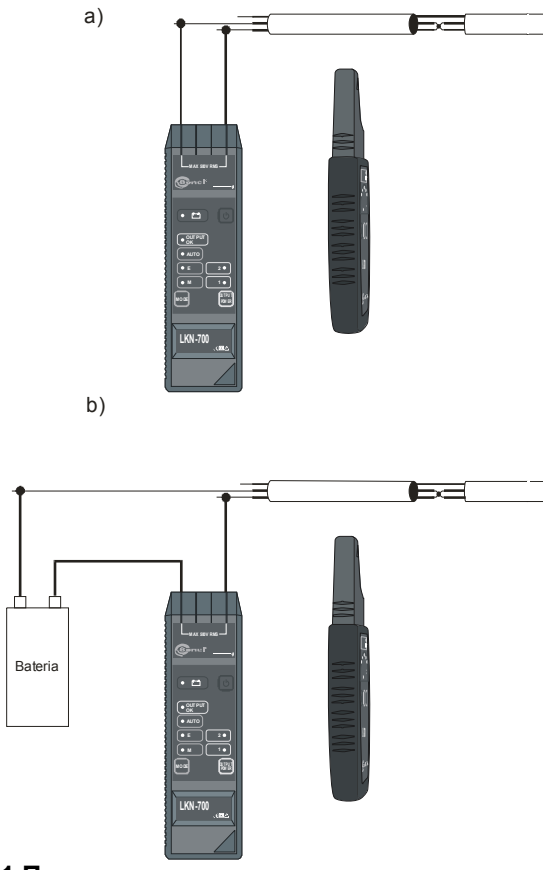

Рис.11 Поиск места короткого замыкания проводов
- Клавишей 4 MODE установить режим работы «ток-напряжение» „**M+E**” или „**AUTO**” (Рис.11.а) или, возможно, «ток» „**M**”, если используется внешний источник питания (Рис.11.б);
При высоком сопротивлении цепи напряжение генератора может оказаться недостаточным для создания соответствующего тока: 10 мА, 20 мА или 40 мА (диод 9 „OUTPUT OK” не светится). Тогда между генератором и одним из проводов следует подключить дополнительный источник с достаточно большим напряжением (Рис.11.b) и изменить режим работы генератора на «ток» „M”. В схеме с Рис.11.a можно использовать режим «силовой» „E”, помня об установке приемника в режим «ток» „M”.